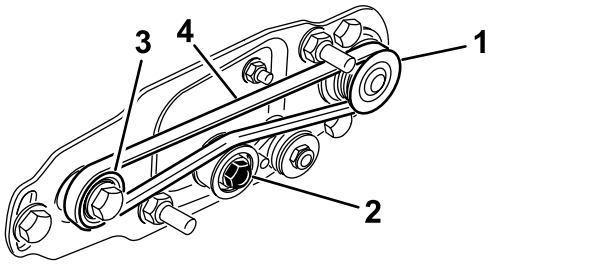

図 26
A. **駆動** プーリにベルトを掛け、次に、アイドラプーリの上部に掛ける図 26。
B. **受動** プーリからベルトを掛け始める図 26。